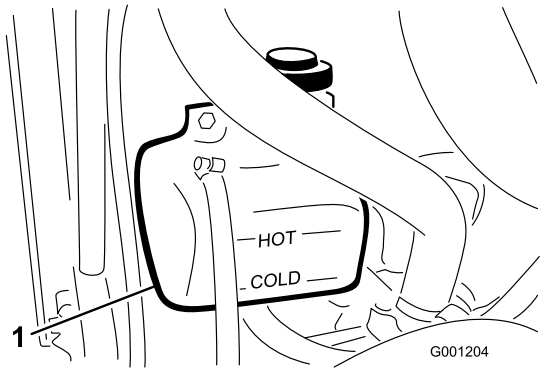

Figuur 24
1. Controleer het koelvloeistofpeil in de expansietank (Figuur 24). Het koelvloeistofpeil behoort tussen de markeringen op de zijkant van de tank te staan.